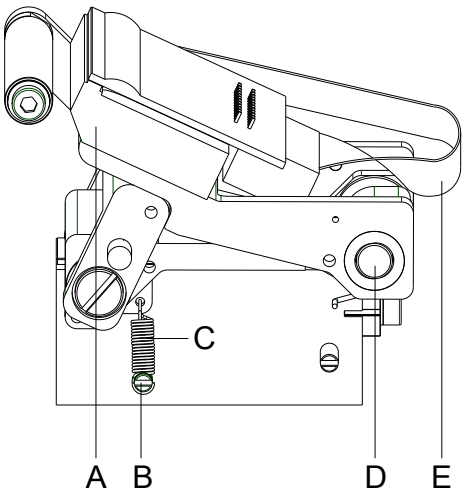

Abbildung 18
3. Druckkopfkabel (E, Abbildung 18) vom Druckkopf (A, Abbildung 18) abziehen.